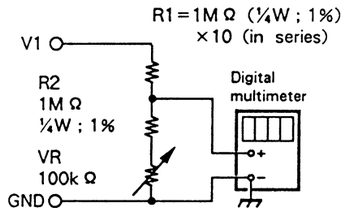

Fig. 1 : Voltage dividing network
4. Adjust L106 until white and black part of TP6 wave become 0 – level.(Fig. 1)